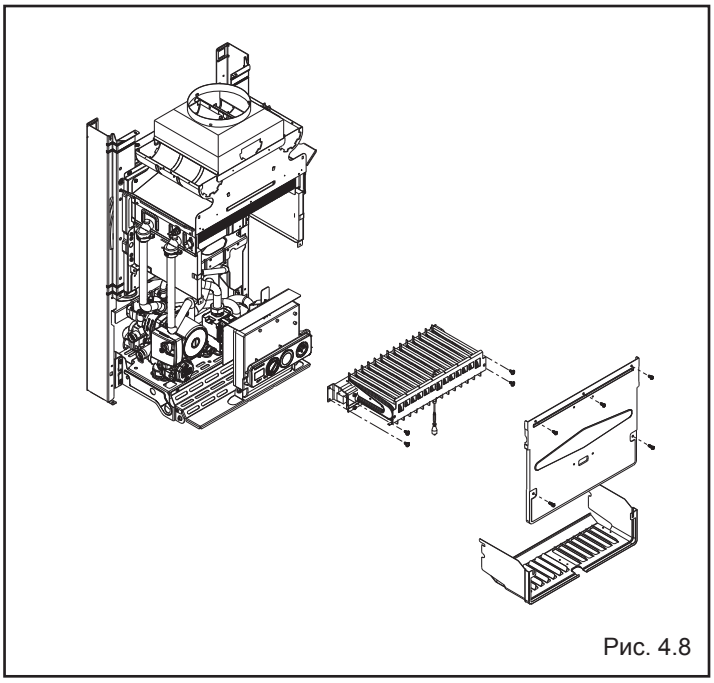

Рис. 4.8
- Снимите в следующей последовательности: облицовку и крышку камеры сгорания (рис. 4.8)
- Отвинтите крепежные винты горелки и снимите горелку вместе с присоединенным к ней электродом и соответствующими проводами (рис. 4.8)